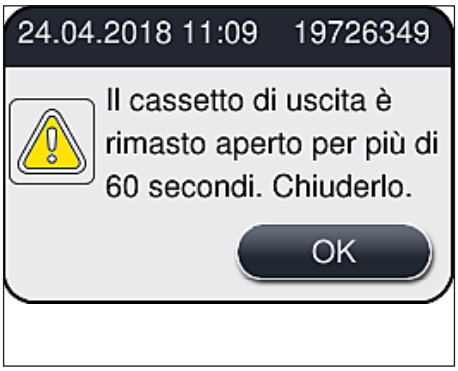

Fig. 77
- L'utente riceve un messaggio informativo (→ Fig. 77) quando il cassetto di uscita è rimasto aperto per più di 60 secondi.